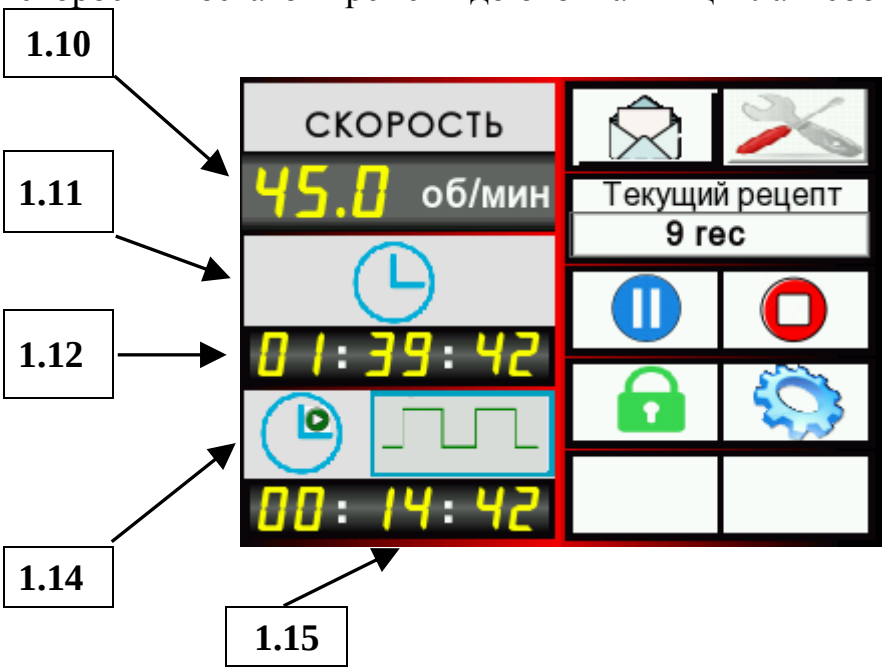

Рисунок 27 – Главный экран. Отображение интервала шага РАБОТА с постоянным направлением
6.5.2 Если для исполняемого рецепта будет задан цикл с интервалами с постоянным направлением вращения барабана, то главный экран будет иметь другой вид. В поле 1.15 отображается остаток времени до окончания интервала шага «РАБОТА» с постоянным направлением вращения (Рисунок 27). Текущая скорость и остаток времени до окончания цикла в соответствии с п.6.5.2.